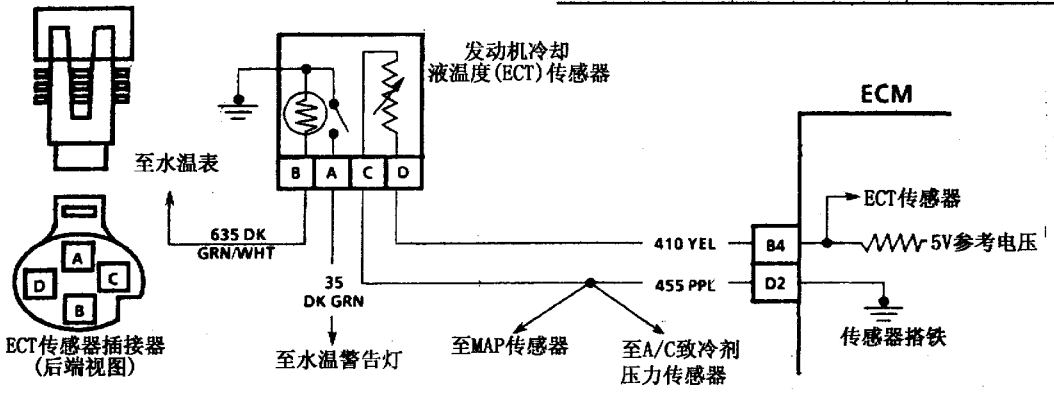

图 3-55 发动机冷却液温度(ECT)传感器电路
(1)故障分析:发动机冷却液温度传感器电路如图 3-55 所示。